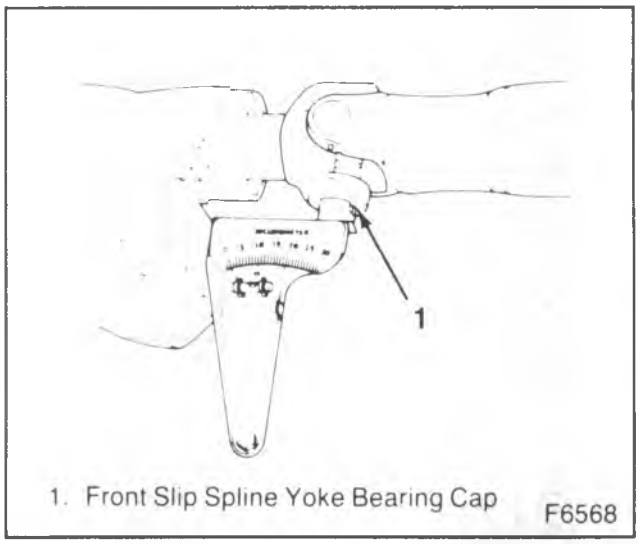

Figure 23—Measuring Front U-Joint Working Angle
2. Rotate propeller shaft 90 degrees and place inclinometer on front slip spline yoke bearing cap, (figure 23). Center bubble on sight glass and record measurement.